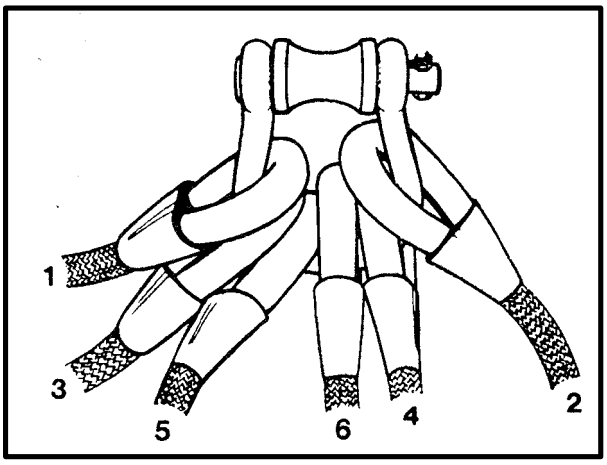

*Figure 6-5. Sling Leg Numbering Sequence*
**(6)** Four nylon rope legs are usually attached to the apex fitting. Six rope legs can be attached to one apex fitting if the load requires it. In order to keep the sling legs from becoming tangled, sling legs are numbered in the following sequence: 1 and 2 are the outer sling legs, 3 and 4 are the inner sling legs, and if necessary, 5 and 6 are the innermost sling legs (Figure 6-5). Odd-numbered sling legs are connected to the left side of the load; therefore, they are on the left side of the apex. Apex fittings can be interchanged between both sling sets as long as the apex fitting capacity is greater than the load weight. If a load is rigged with only one sling leg, you can attach the top eyelet of the sling leg directly on the cargo hook, eliminating the need for the apex fitting.